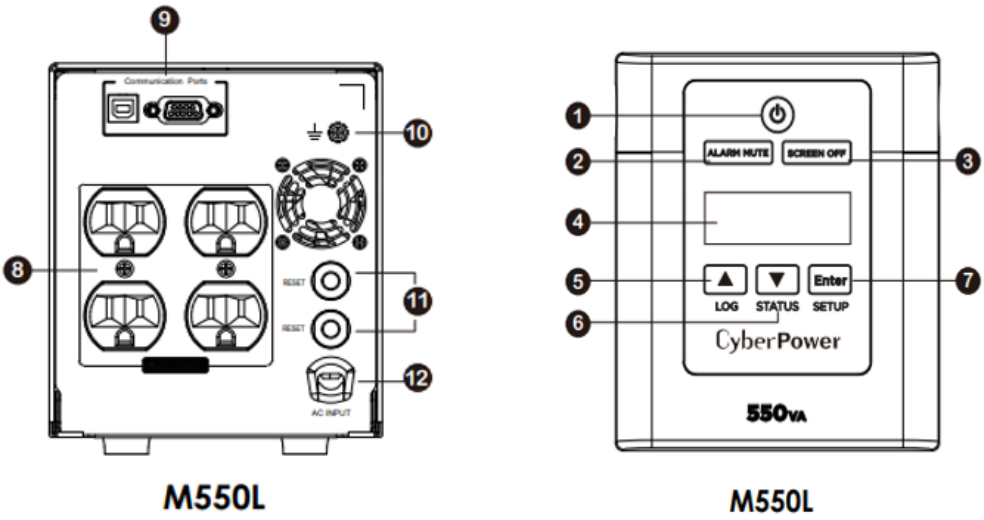

Figure 79. UPS Schematic (left is back panel; right is the front panel)
7. Turn on the UPS by depressing the main power button (1 on Figure 79) located on the front of the unit.